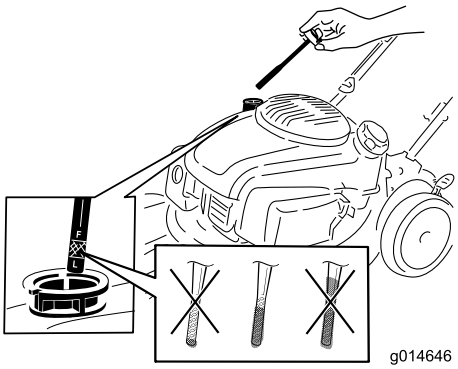

Figura 9
1. Retire la varilla, límpiela con un trapo, vuelva a colocarla en el tubo de llenado, **pero no la enrosque** (Figura 9).
2. Retire la varilla y compruebe el nivel de aceite (Figura 9). Si el nivel de aceite está por debajo de la marca Añadir de la varilla, vierta aceite **lentamente** por el tubo de llenado hasta que el nivel llegue a la marca de Lleno de la varilla. **No llene demasiado.** (Capacidad máxima: 0.65 L, tipo: aceite detergente 10W-30 o SAE 30, con clasificación de servicio API, SJ, o superior.)